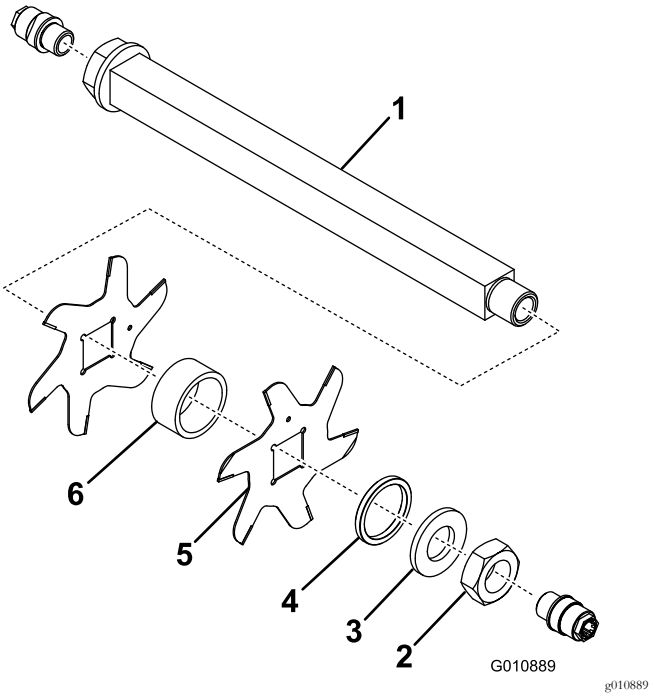

Bild 17
3. Entfernen Sie das kleine Distanzstück, die Scheibe, die Messer und das große Distanzstück. Reinigen und schmieren Sie die rechteckige Welle mit etwas Schmiermittel ein, um die Montage zu vereinfachen (Bild 17).